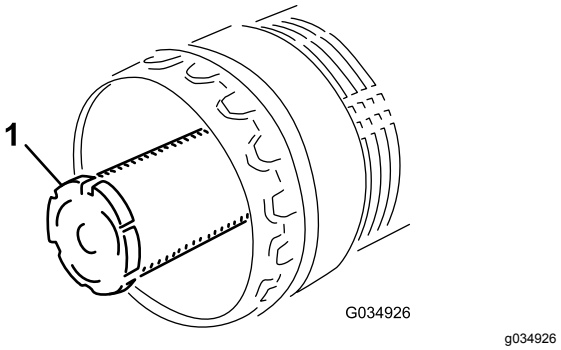

**Figur 98**
**Obs:** Byt ut sekundärfiltret mot ett nytt var tredje gång huvudfiltret servas (Figur 98).